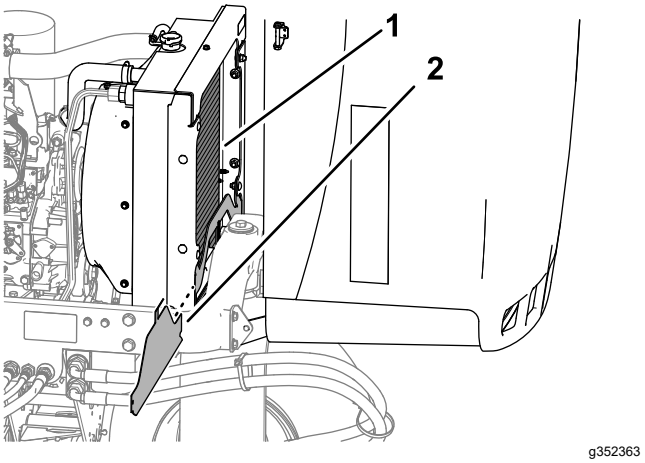

Figur 78
4. Fjern den nederste kølerafskærmning (Figur 78).
5. Rengør begge sider af køleområdet grundigt med vand eller trykluft (Figur 78).